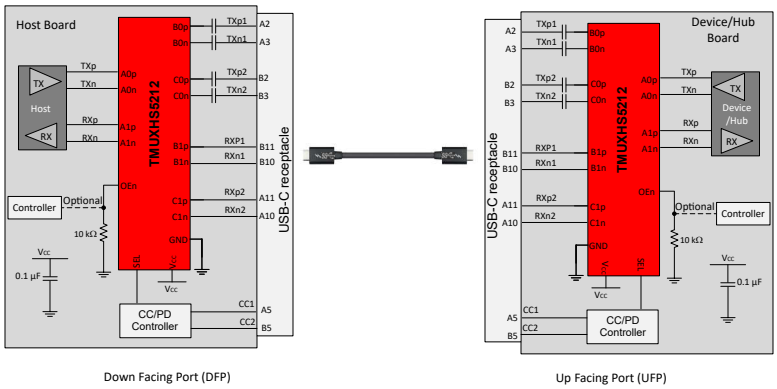

Figure 7-2. USB 3.2 Implementation for USB Type-C Connector
The TMUXHS5212 can be used in USB Type-C implementation to mux USB 3.2/4 signals (TX1 and RX1 pairs versus TX2 and RX2 pairs) to accommodate plug flips. In typical use cases, the mux selection is done by a USB Type-C Channel Configuration (CC) or Power Delivery (PD) controller. The device can used on a USB Type-C DFP, UFP, or DRP port. Figure 7-2 shows two USB Type-C connector applications with both a host and device side. The cable between the two connectors swivels the pairs to properly route the signals to the correct pin. The other applications are more generic because different connectors can be used.